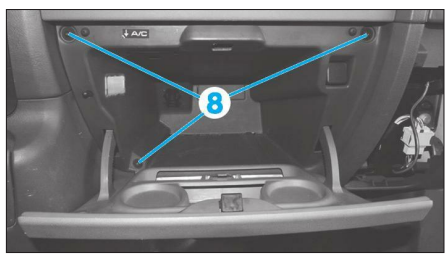

**Fig. 6**
• A l'aide d'un Torx de 20, déposer les trois vis (8) **(Fig.6)**.